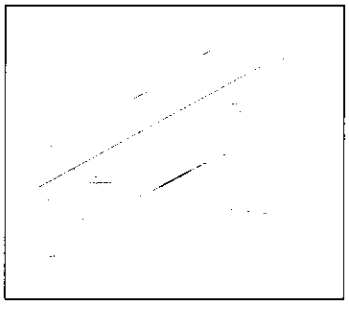
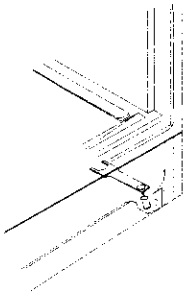

Рис.3.
Рис.4.
5.2.Установите прибор на полу ровно, регулируя передние опоры, для чего необходимо снять декоративную панель. Большими пальцами обеих рук нажмите на панель сверху. Остальными пальцами захватите панель за выступ снизу и с усилием вытащите её на себя, (рис. 3). Для облегчения закрывания дверей и более плотного их прилегания к шкафу можно установить его с небольшим наклоном назад, регулируя опоры, с помощью специального ключа (рис. 4). Диапазон регулирования ограничен конструкцией опор. Задние опоры не регулируются. Они выполнены в виде роликов (рис. 1а) и служат для облегчения перемещения прибора.